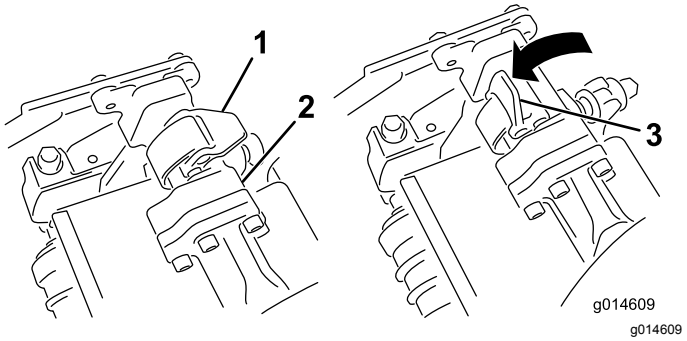
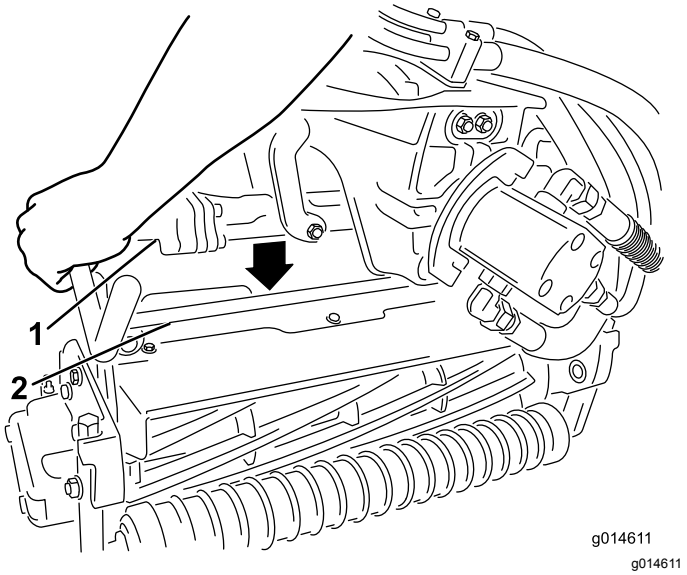

Figur 45
Figur 46
3. Låt spärrarna på upphängningsarmstången peka uppåt (dvs. de ska vara öppna) (Figur 45) och tryck upphängningsarmen nedåt så att stången passar över stången över ovansidan av klippenheten (Figur 46).
4. Fäll spärrarna nedåt och runt klippenhetsstången och lås dem på plats (Figur 45).
4. Öppna spärrarna på upphängningsarmstången på den klippenhet som du tar bort (Figur 45).